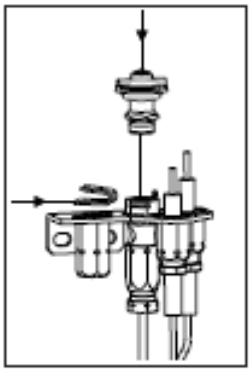

fig. 3
7. Replacez le capuchon de la veilleuse en alignant la languette à la base du capuchon avec la fente sur le côté de la gaine de la veilleuse, et poussez vers le bas pour qu'il s'appuie sur le support de la veilleuse (fig. 3). Le capuchon doit s'appuyer de façon égale sur le support pour bien fonctionner. Ensuite replacez le ressort en le poussant sur sa base (fig.3). Vérifiez que le capuchon soit bien placé sur le support de veilleuse et que le ressort soit bien inséré sur sa base.